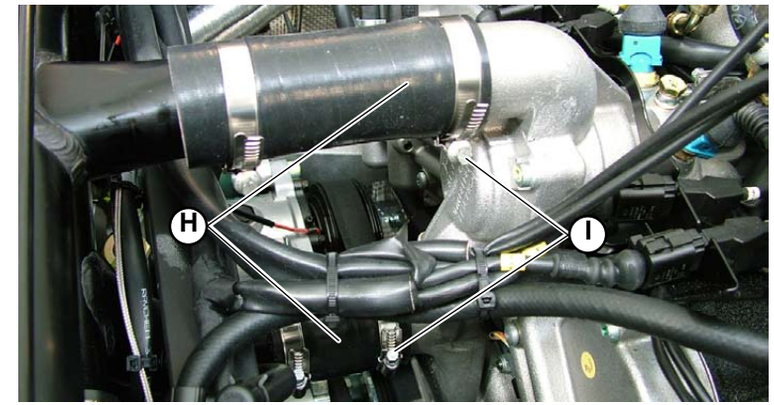

Fig.5
6. Reconnect the water pump delivery and intake pipes (**H-Fig.5**), securing them with the clamps (**I-Fig.5**).